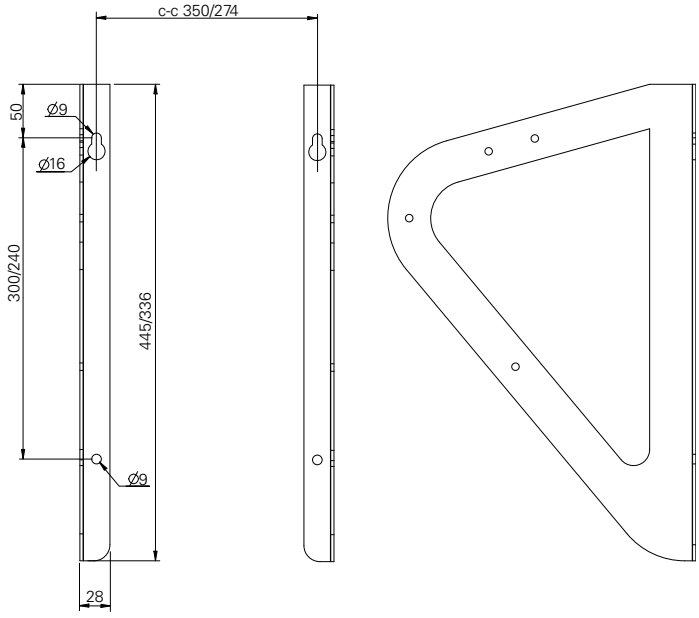

Fig. 2
1. Просверлите 4 отверстия в стене на расстояниях, указанных на рис. 2 на стр. 2. Вверните шурупы в верхние два отверстия.